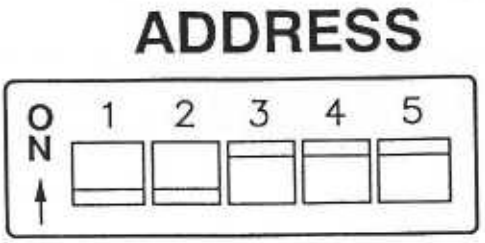

Bild 15
4. Stellen Sie am Adressenschalter des Moduls (Abb. 15) eine Geräteadresse zwischen 1 und 9 ein, die in Ihrem TA-System bisher noch nicht vorkommt. Abbildung 16 zeigt, wie die einzelnen Binärschalter für jede zulässige Adresse zu stellen sind.